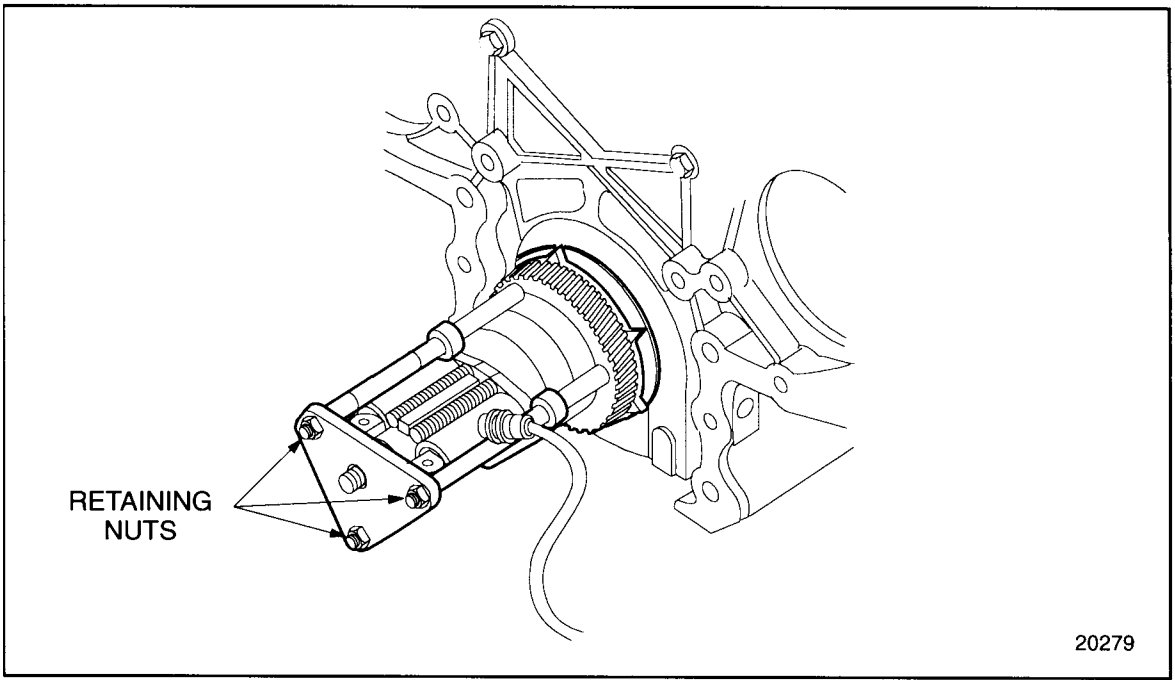

Figure 1-443 Retaining Nuts Installation
14. Install the three retaining nuts to the legs. Tighten the nuts to the pressure plate. Finger-tighten the nuts. See Figure 1-443.